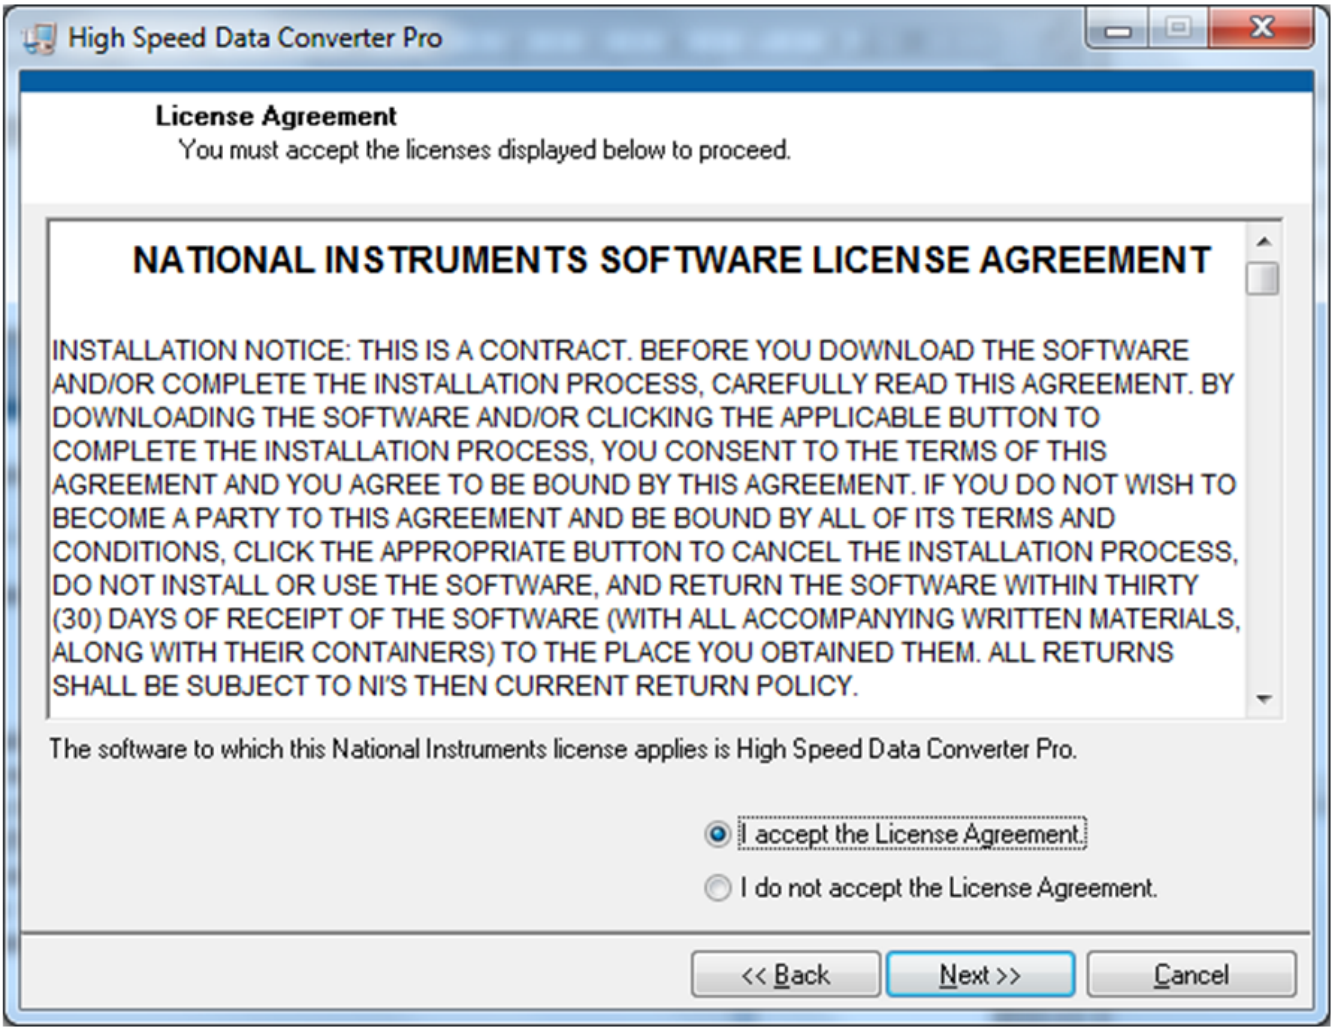

Figure 26. HSDCPro Install (NI License Agreement)
- Read the License Agreement from National Instruments and select *I accept the License Agreement* and press the *Next* button as shown in Figure 26.